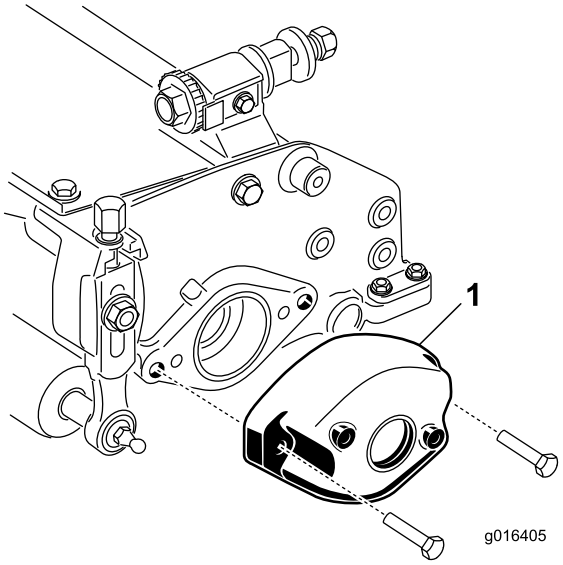

Figur 3
2. Fjern kontravægten (Figur 3).